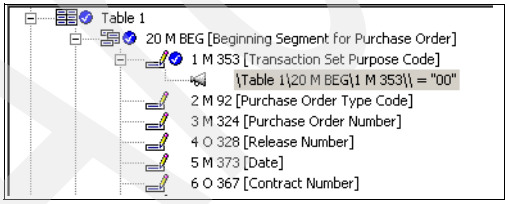

Figure 18-7 Assign value to segment
9. Close both the code list editor and the EDI functional area to return to the data transformation map editor. In the mapping command window, assign a value of 00 to the first element of the BEG segment as shown in Figure 18-7.